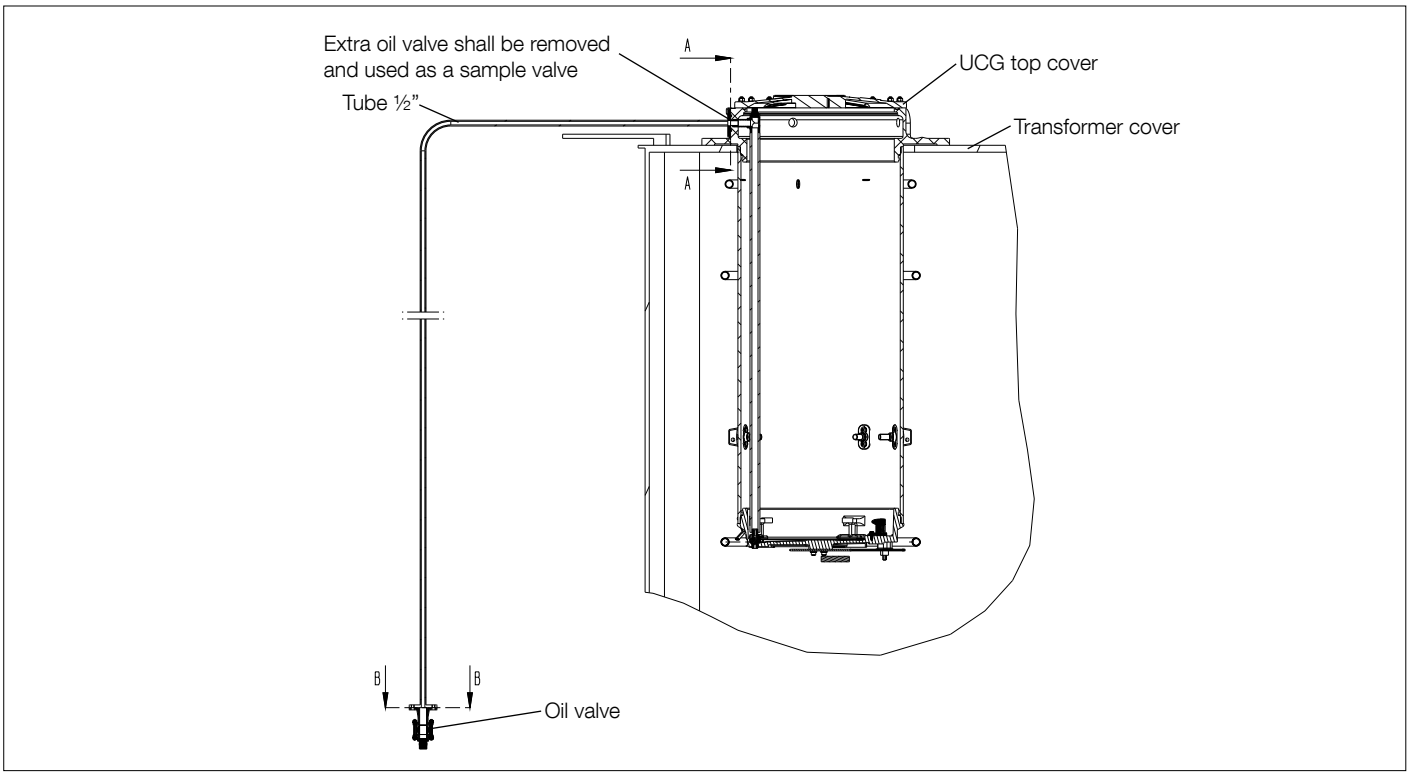

Fig. 53. Extra oil sampling valve. The valve is removed and then refitted at the end of the sampling tube.
4. Pump oil into the diverter switch housing via the oil valve, see Fig. 53 (for connection dimensions, see the dimensional drawing for the tap-changer).